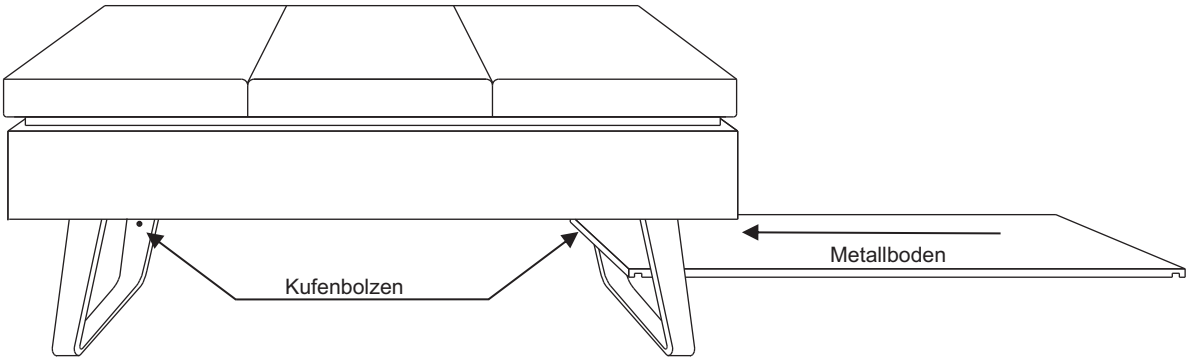

Abb. 5
8. Schieben Sie zum Schluss den Metallboden vorsichtig und seitlich durch die Kufen und positionieren diesen auf die Kufenbolzen. (Abb. 5)